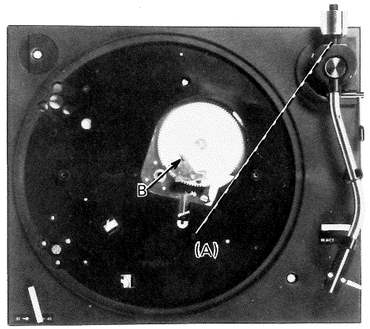

Fig. 10
When you bring pickup head part to the position of boss (A) while keeping the Lower Trip Pawl pushed inward (Arrow B) by hand, if pickup does not move forward, operation of auto return mechanism is normal. (Fig. 10)